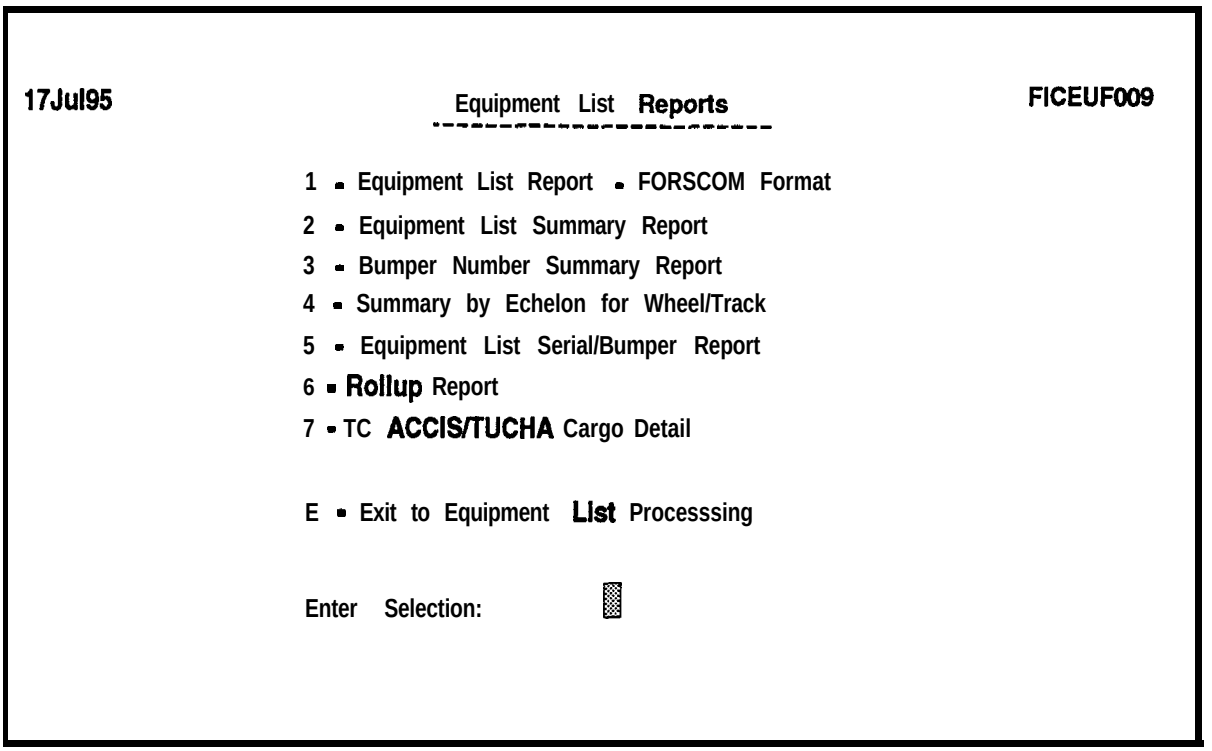

Figure 5-48. Equipment List Reports Menu
a. Select **Equipment List Reports** from the Equipment List Processing menu. The Equipment List Reports menu will be displayed as shown in Figure 5-48.